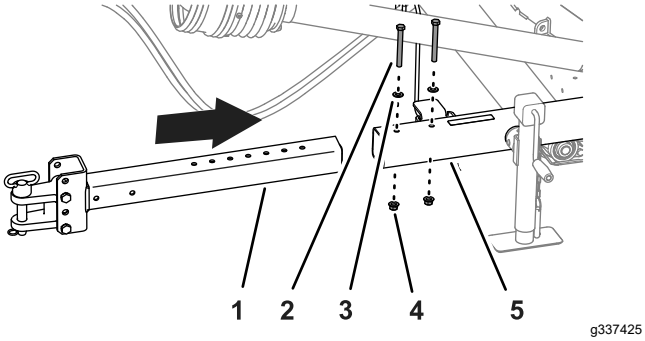

Figur 6
1. Avlägsna de två flänslåsmuttrarna, de två huvudskruvarna och de två brickorna som fäster dragkroksröret på mottagarröret (Figur 6).